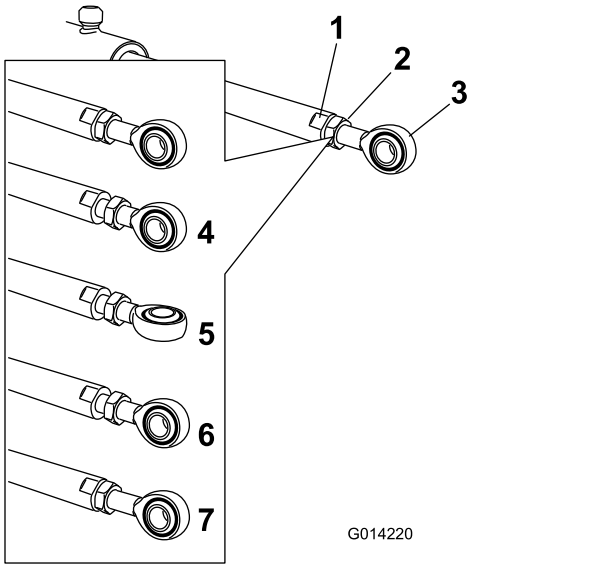

Figur 97
5. Bruk en skiftenøkkel på de flate sidene av aktuatorstangen for å sette den ut av funksjon, før du løsner låsemutterne slik at maljestangen kan håndteres (Figur 97).
6. Skru på maljestangen i aktuatorstangen for å justere lengden for den forlengede aktuatoren til den ønskede posisjonen (Figur 97).